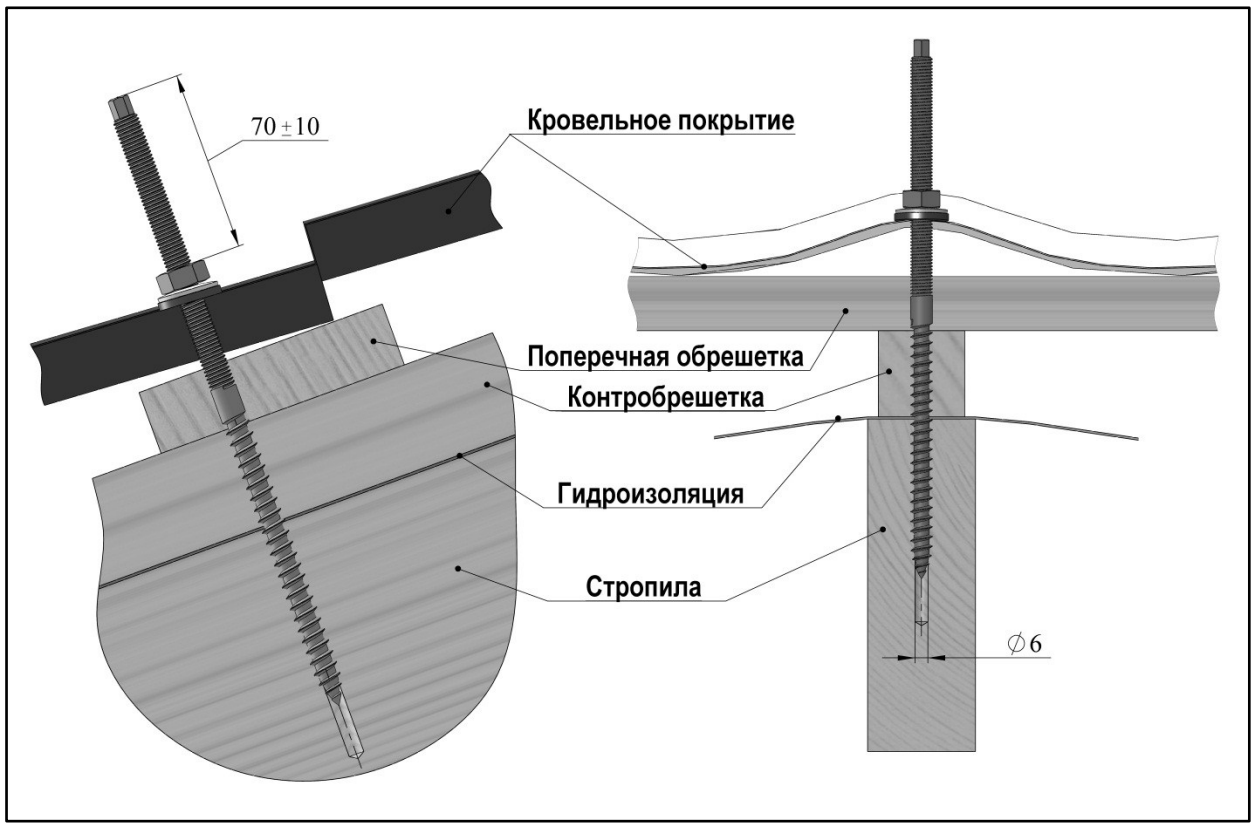

Рис. 6 Установка шпильки и герметизация отверстия
Шпильки необходимо устанавливать в несущие элементы конструкции кровли, например, в стропила. Отверстие под шпильку в кровле необходимо выполнять на горизонтальном участке кровельного покрытия (на гребне или впадине волны, исключая наклонные участки между ними, см. рис. 6).
4) закрутить шпильку до достижения размера 70±10 мм, указанного на рис.6;